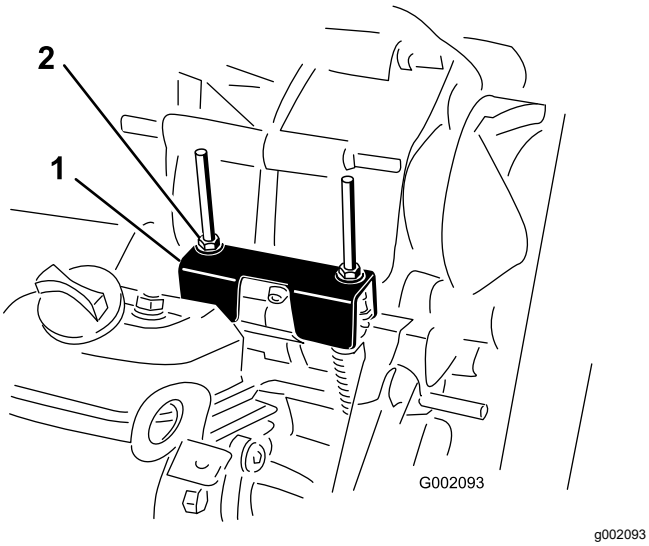

Figuur 58
Als u routine-onderhoudswerkzaamheden uitvoert en/of de motor test, moet u de transaxle in de NEUTRAALSTAND zetten (Figuur 58). De machine heeft een NEUTRAALSTAND op de schakelhendel, waarmee u de transaxle in de neutraalstand kunt zetten. Om ervoor te zorgen dat de schakelhendel de transaxle naar behoren in de neutraalstand zet, moet u de volgende stappen uitvoeren:
2. Zet de beugel van de neutraalstand in NEUTRAAL (horizontaal ten opzichte van de montagebeugel van de kabel die zich onder de schakelbeugel bevindt) door de aangedreven koppeling te draaien (Figuur 58).
3. Draai een van de borgmoeren (Figuur 58) om een speling van 0,762 tot 1,524 mm te verkrijgen tussen de onderkant van de moer/ring en de beugel van de neutraalstand.